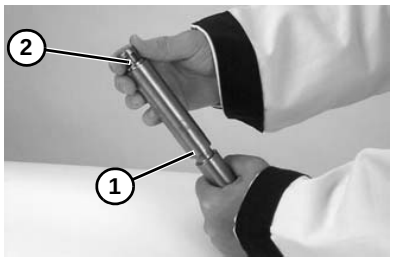

Figure 68
2. Inspecter la broche **(Figure 68, élément 1)**. La remplacer si elle est usée.
3. Glisser le roulement **(Figure 68, élément 2)** sur la broche.